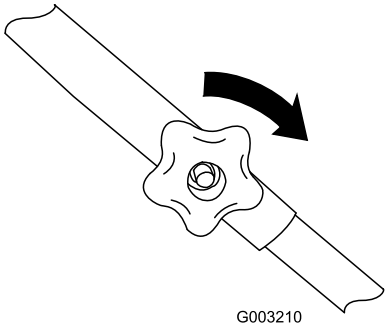

Figur 4
3. Sätt fast bultarna och de övre handtagsvreden med vreden på utsidan av handtaget. Dra åt vreden så hårt du kan (Figur 4).